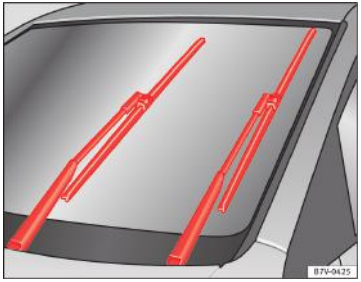

Fig. 129 Ştergătoarele de parbriz în poziția de service
– Puneți şi luați contactul şi (înainte de trecerea a aprox. 9 secunde) mutați maneta ştergătoarelor de parbriz în poziția ştergere intermitentă. Ştergătoarele de parbriz se vor deplasa în poziția de service ⇒ fig. 129.